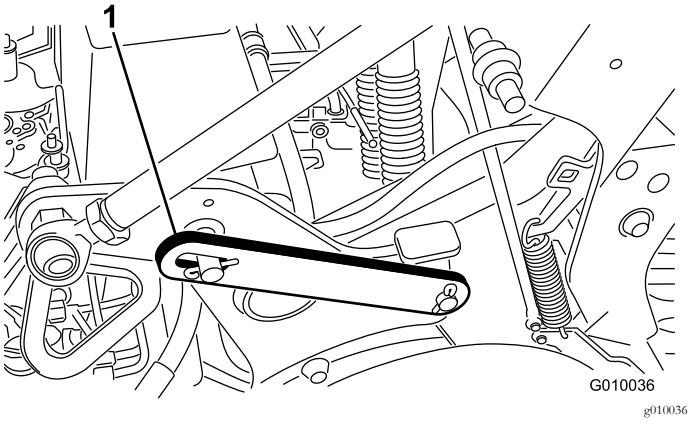

Figur 20
3. Ta bort klämringen som fäster servicespärren i förvaringsläget (Figur 20).